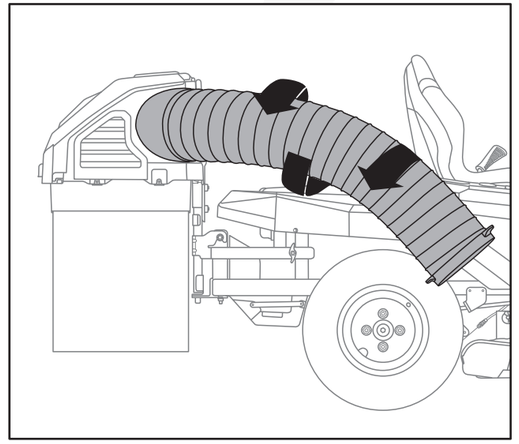

Fig. 10
4.Insert the corrugated pipe to the grass inlet and rotate as the arrows show until it stops. (Fig. 10)